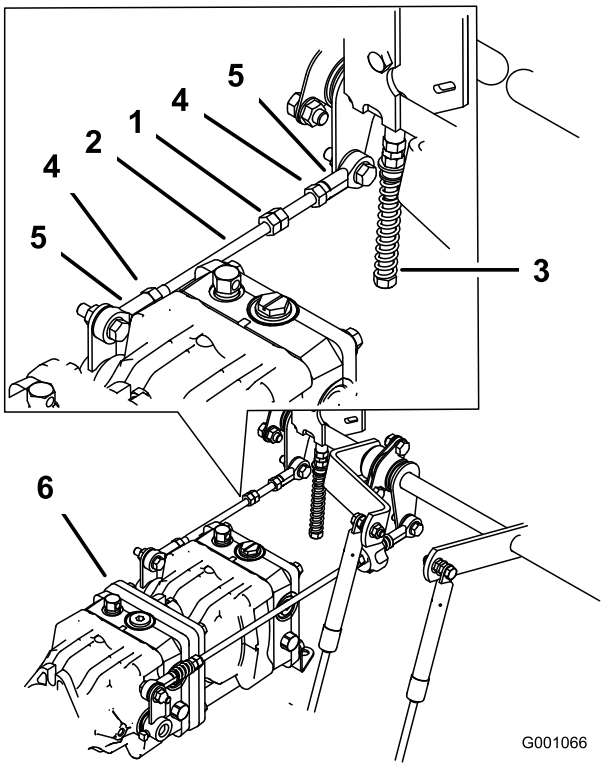

Figuur 79
1. Draai de borgmoeren op de kogelverbinding op de bedieningsstang van de pomp los (Figuur 79).
3. U stelt de lengte van de pompstang af door de dubbele moeren op de stang in de juiste richting te draaien, totdat de het wiel stil staat of iets achteruit kruipt (Figuur 79).
6. Draai de borgmoeren op de kogelverbindingen vast (Figuur 79).